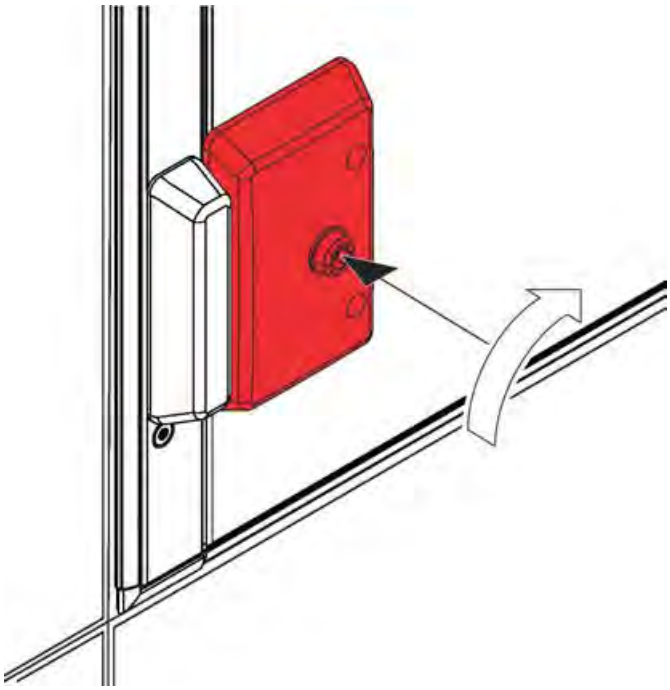

Fig. 15: Åbning af en lås med den specielle nøgle (farlige områder)
- Indsæt TROX-specialnøglen i låsen, og drej den mod uret så langt som muligt (Fig. 15).